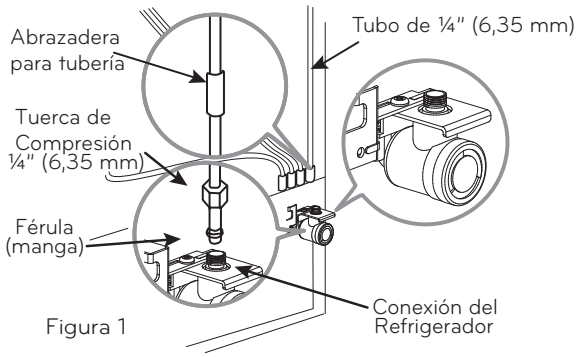

Figura 1
2. Coloque la tuerca de compresión y la férula (manga) al final del tubo como se muestra en la ilustración. (Ver figura 1).